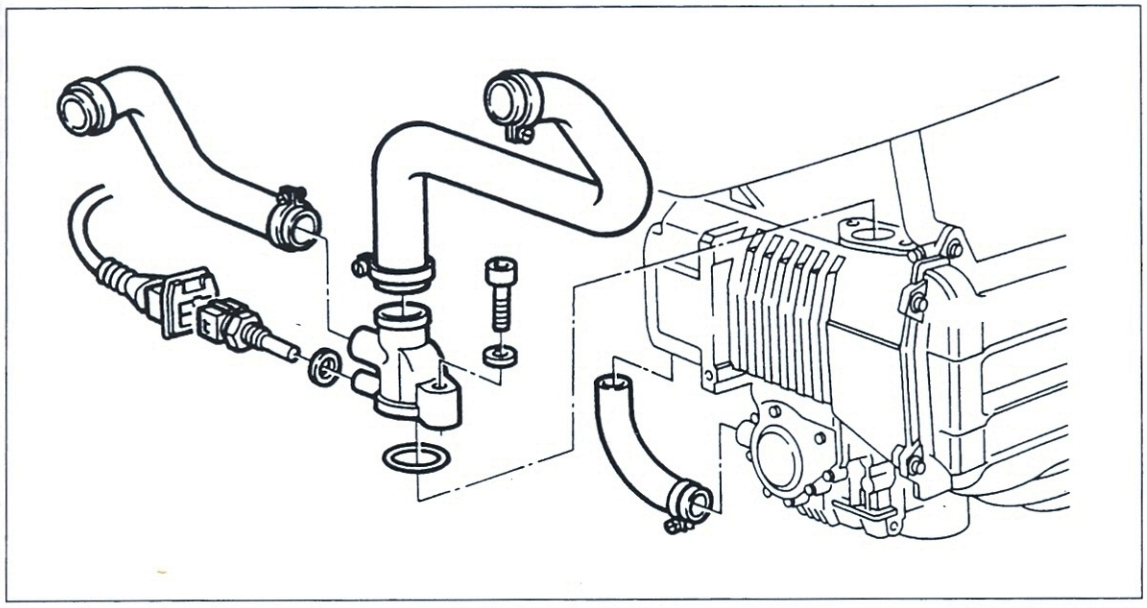

Bild 90
- Sämtliche Kühlmittelschläuche (Bild 90) anbringen, Schlauchbänder anziehen und Festsitz kontrollieren.